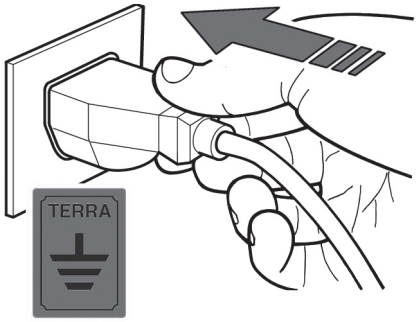

fig. 10
- It is imperative that the complete equipment is properly connected to an efficient earth connection (fig. 10).
2) Insert the power plug of the Showcase into the socket provided by the customer (fig. 10), making sure that it has earth contact and that there are no multiple sockets connected .